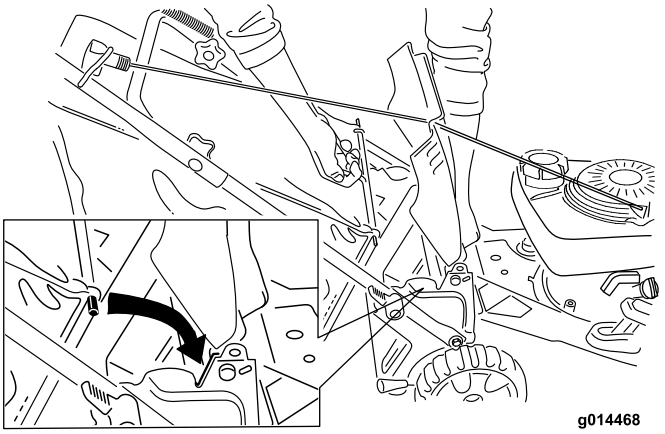

Figur 18
2. Lyft upp den bakre luckan, montera uppsamlaren i skårorna och släpp sedan ner luckan igen (Figur 18).